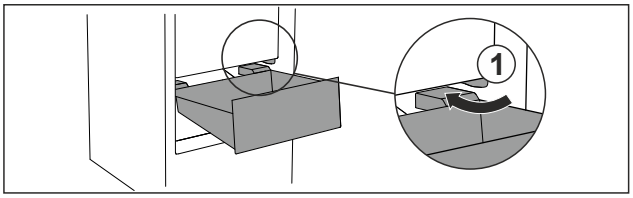

Fig. 26
- ▶ Обойдите стопор *Fig. 26 (1)* выдвижного ящика под наклоном.